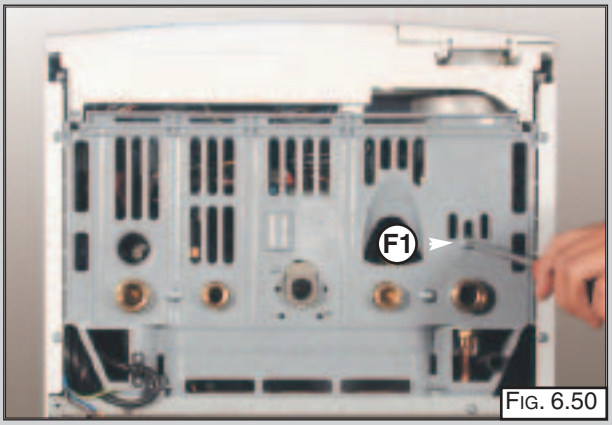

FIG. 6.50
4. Remove the screw "F1" (FIG. 6.50);